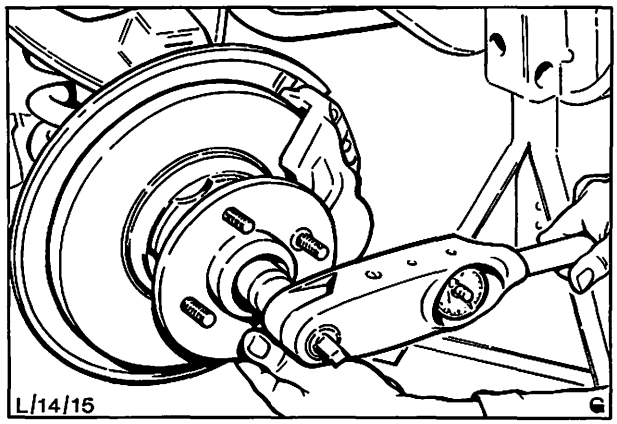

Abb. 64 Einstellmutter der Vorderradlager mit vorgeschriebenem Drehmoment anziehen
3. Einstellmutter bei gleichzeitigem Drehen der Nabe auf ein Drehmoment von 36 Nm (3,6 kpm) anziehen, Abb. 64. Einstellmutter danach um 120° zurückdrehen.